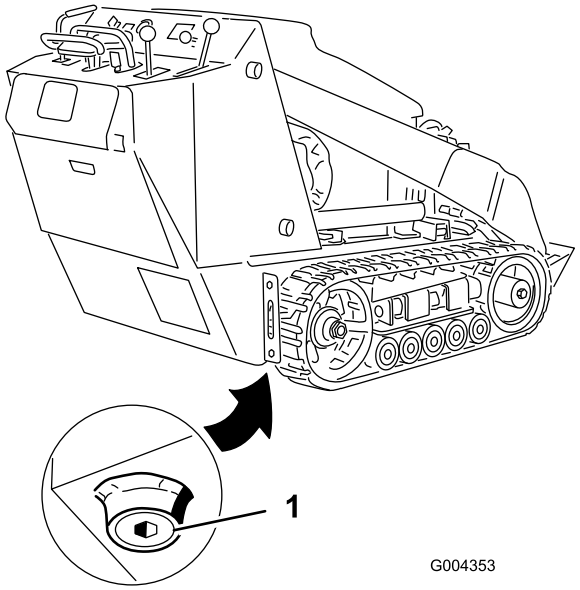

Figur 35
4. Ta bort avtappningspluggen (Figur 35).